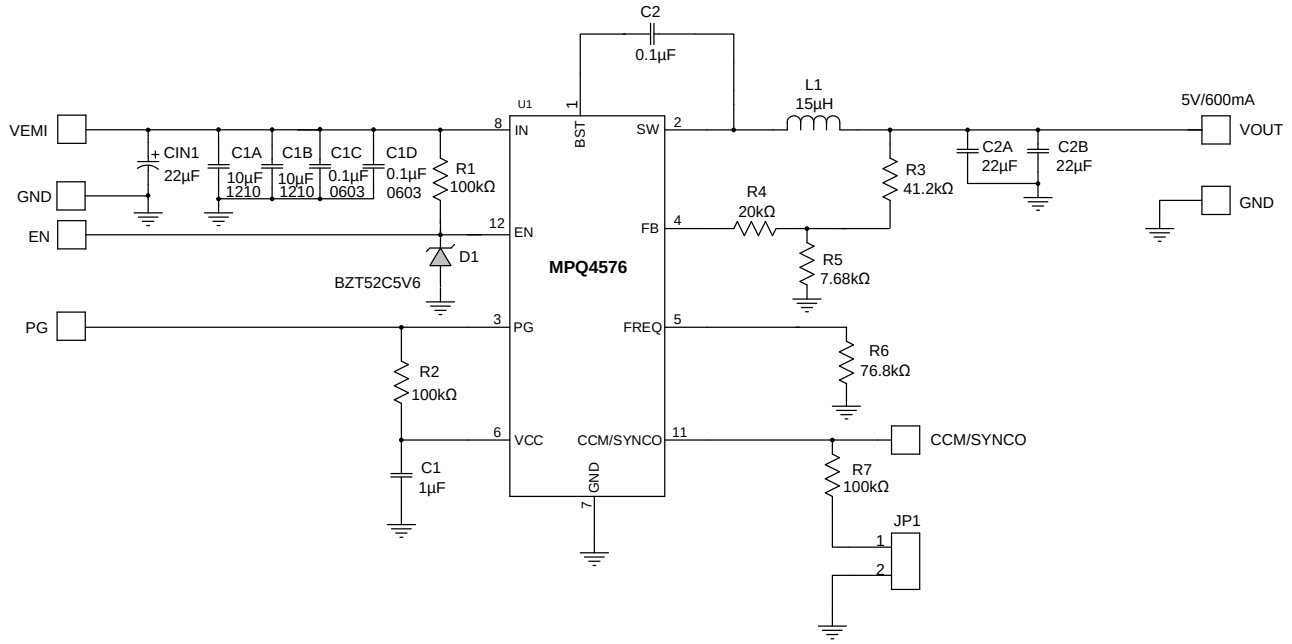

Figure 8: Typical Application Circuit
10) The recommended PCB layout is based on Figure 8 on page 30.